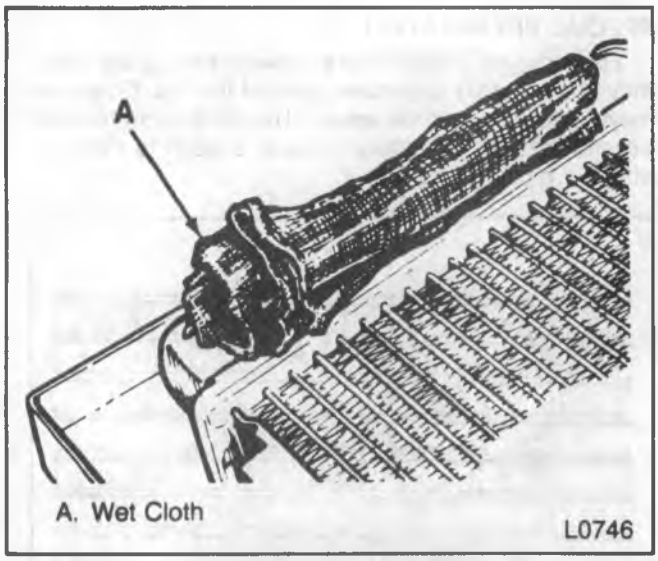
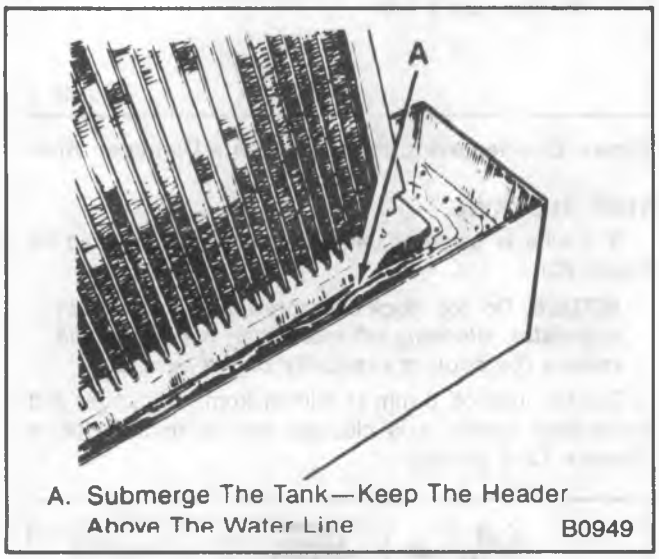

Figure 24—Using A Wet Cloth to Cool the Side Tank
Figure 25—Submerging the Side Tank
If the header or a tube near the header requires a repair, the side tank does not have to be removed. Place a damp cloth against the side tank where the repair has to be made (figure 24). The side tank can be submerged in a tank of water up to the header (figure 25).
2. Apply a wet cloth if you are working near the plastic tanks or the joints between the core tubes and header (figure 24), or submerge the tank in water (figure 25).